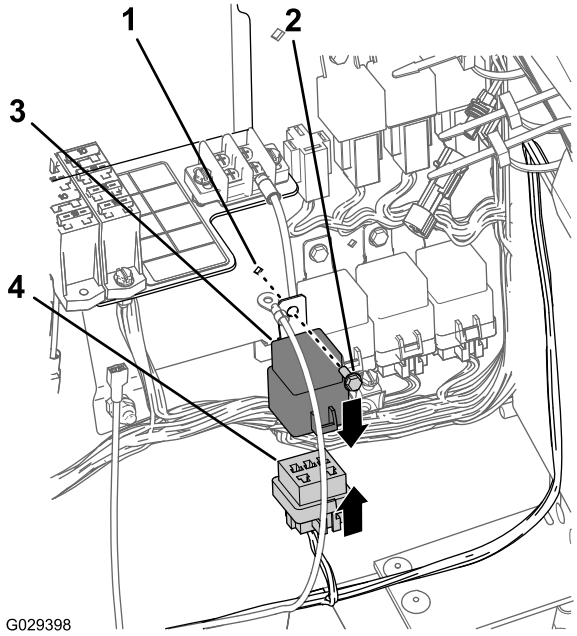

Figur 18
1. Rikta in reläet mot kontakten med fem uttag på finputsningssatsens kablage vid kablagets 197 cm långa motorrumsdel (Figur 18).
2. Sätt i reläets stift i kontaktens uttag (Figur 18).
3. Rikta in hålet på reläets monteringsflik mot hålet på kablagepanelen (Figur 18).
4. Sätt fast reläet på panelen (Figur 18) med flänsskruven (nr 10-24 x 1/2 tum).